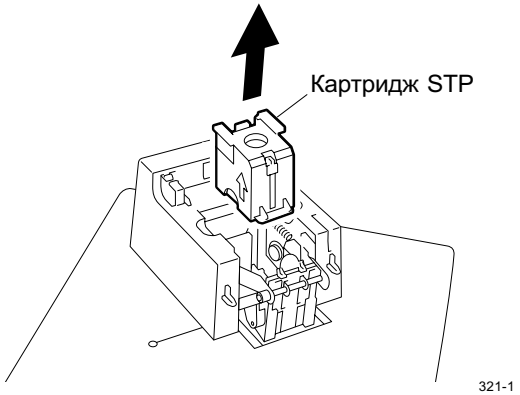

Fig. 6-3
2. Снимите картридж STP. (см. Fig. 6-3)